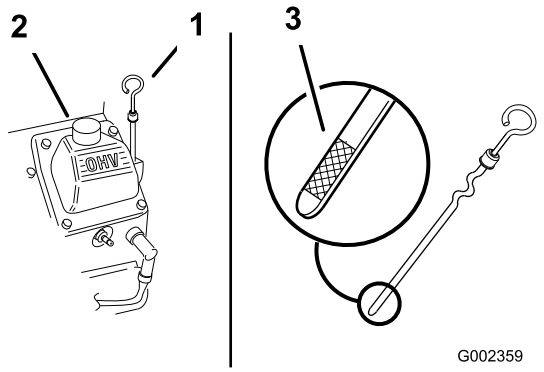

Figur 23
3. Rengjør rundt peilestaven (Figur 23) slik at det ikke kan komme smuss som kan skade motoren ned i påfyllingshullet.
4. Ta ut peilestaven, og tørk av enden (Figur 23).
5. Skyv peilestaven helt inn i påfyllingsrøret, men ikke tre den på røret (Figur 23).
6. Hell ca. 80 % av oljen som skal fylles på ned i påfyllingsrøret (Figur 23).